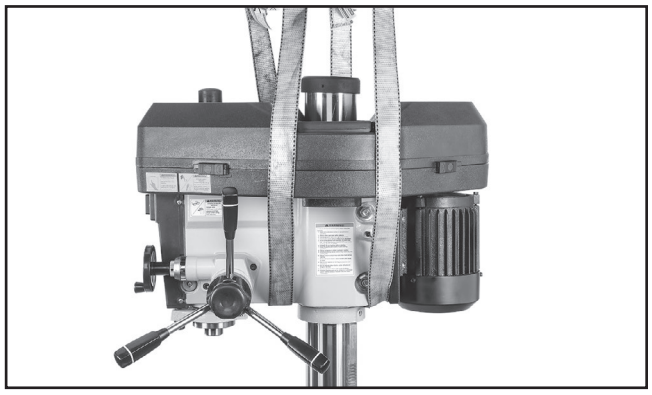

Figure 7. Example of lifting slings properly wrapped around headstock.
3. Place lifting slings around headstock, as shown in **Figure 7**, and attach them securely to forklift (or other power lifting equipment).